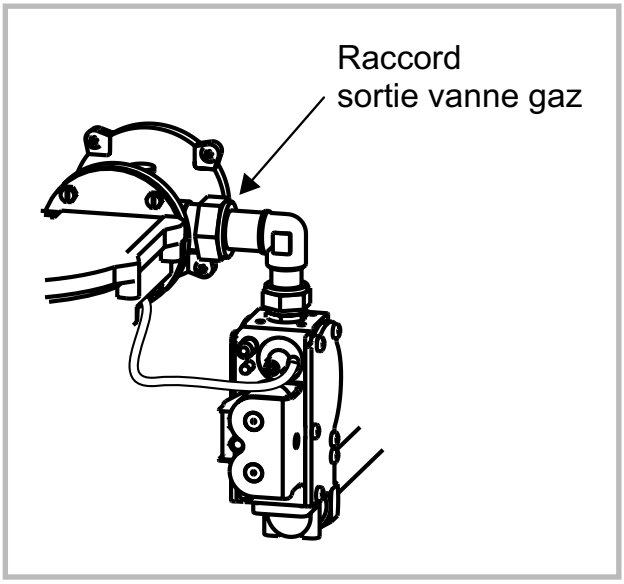

Figure 19 - Accès au diaphragme
- Démonter le raccord à la sortie de la vanne gaz (fig. 19).